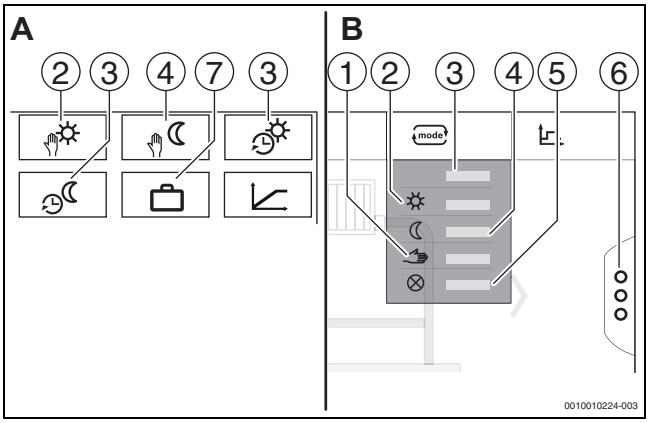
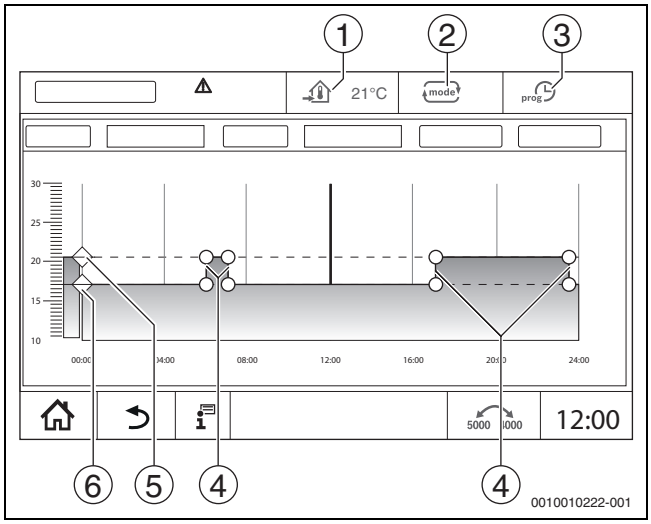

Fig. 40 Aperçus des modes de service
Fig. 41 Modification de Mode réduit automatique dans le programme horaire
Des températures et critères de commutation peuvent être personnalisés pour les modes de service (→ fig. 41, [2], page 66) et les extensions de fonctions (→ fig. 40, [6], page 40). Ces réglages peuvent être effectués séparément pour chaque circuit de chauffage et mode de service.
- **Mode chauffage manuel** (→ fig. 40, [2])
- **Mode réduit manuel** (→ fig. 40, [4])
- **Vacances** (→ fig. 40, [7])
Le **Mode chauffage automatique** est prédéfini par les paramètres des menus de service. Les paramètres peuvent être modifiés dans le programme horaire (→ fig. 41, [4], [5], page 66).
Le **Mode réduit automatique** est prédéfini par les paramètres des menus de service. Les paramètres peuvent être modifiés dans le programme horaire (→ fig. 41, [4], [6], page 66).
- ▶ Modifier les températures en décalant les points (→ fig. 41, [5], [6]).